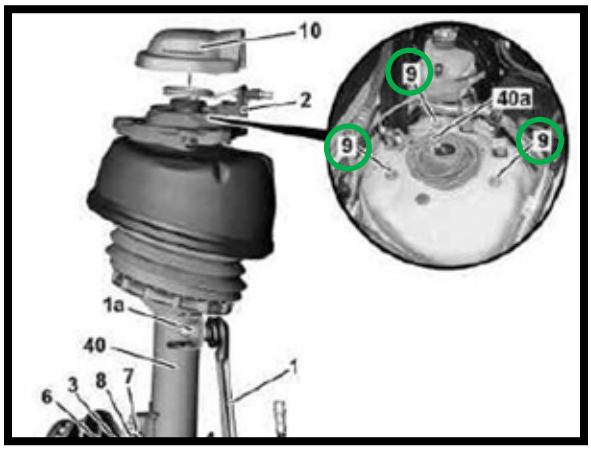

FIGURA 9 - N.º 9
10. AFLOJE Y EXTRAIGA LOS PERNOS DE MONTAJE SUPERIORES DE LA BARRA DEL PUNTAL. (FIGURA 9 - N.º 9)